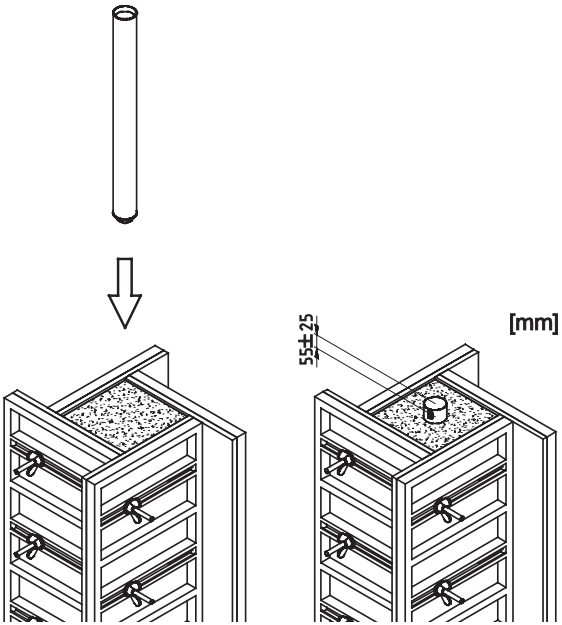

Figura 16. *Posizionamento del corpo del tubo gettato in opera nella colonna di cemento*
1. Dopo aver versato cemento nello stampo per colonna, posizionare un tubo nel lato superiore della colonna mentre il cemento è ancora umido. Il tubo deve sporgere di 30-80 mm al di sopra della superficie superiore della colonna. Vedere Figura 16. Il tubo sarà utilizzato come alloggiamento dello SkyReach Anchor.